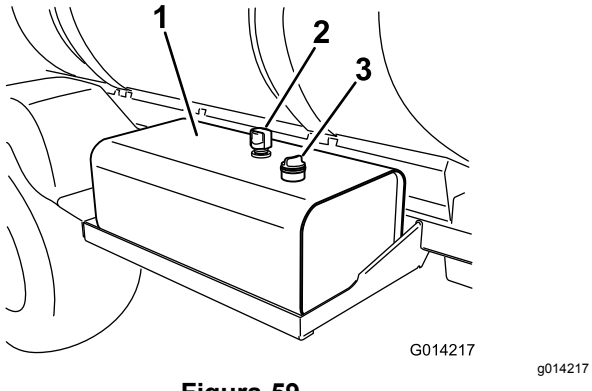

Figura 59
3. Limpie la zona alrededor del tapón de la varilla del depósito de aceite hidráulico y retire el tapón (Figura 59).